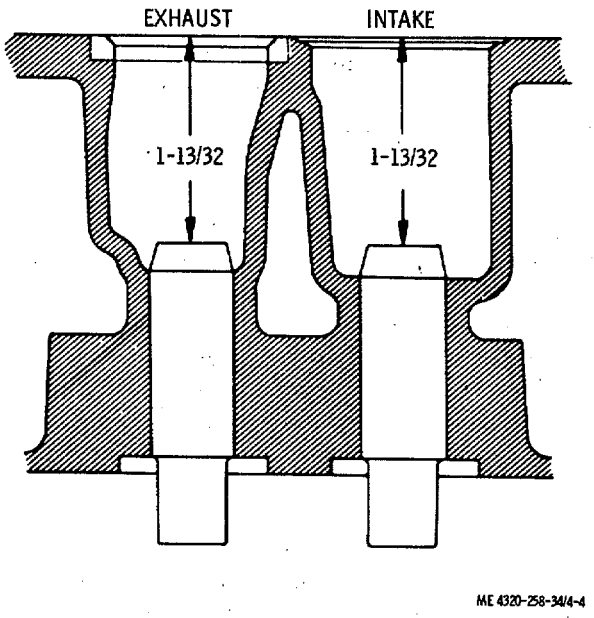

Figure 4-4. Valve guide installation dimensions.
(6) If the valve guides are worn or damaged, press out the guides from the combustion side, using a driver that is slightly smaller than the external diameter of the guide. With the driver, press in new guides from the combustion side. When properly seated, valve guide tops will be 1 13 / 32 inches from the top of the block (fig. 4-4).